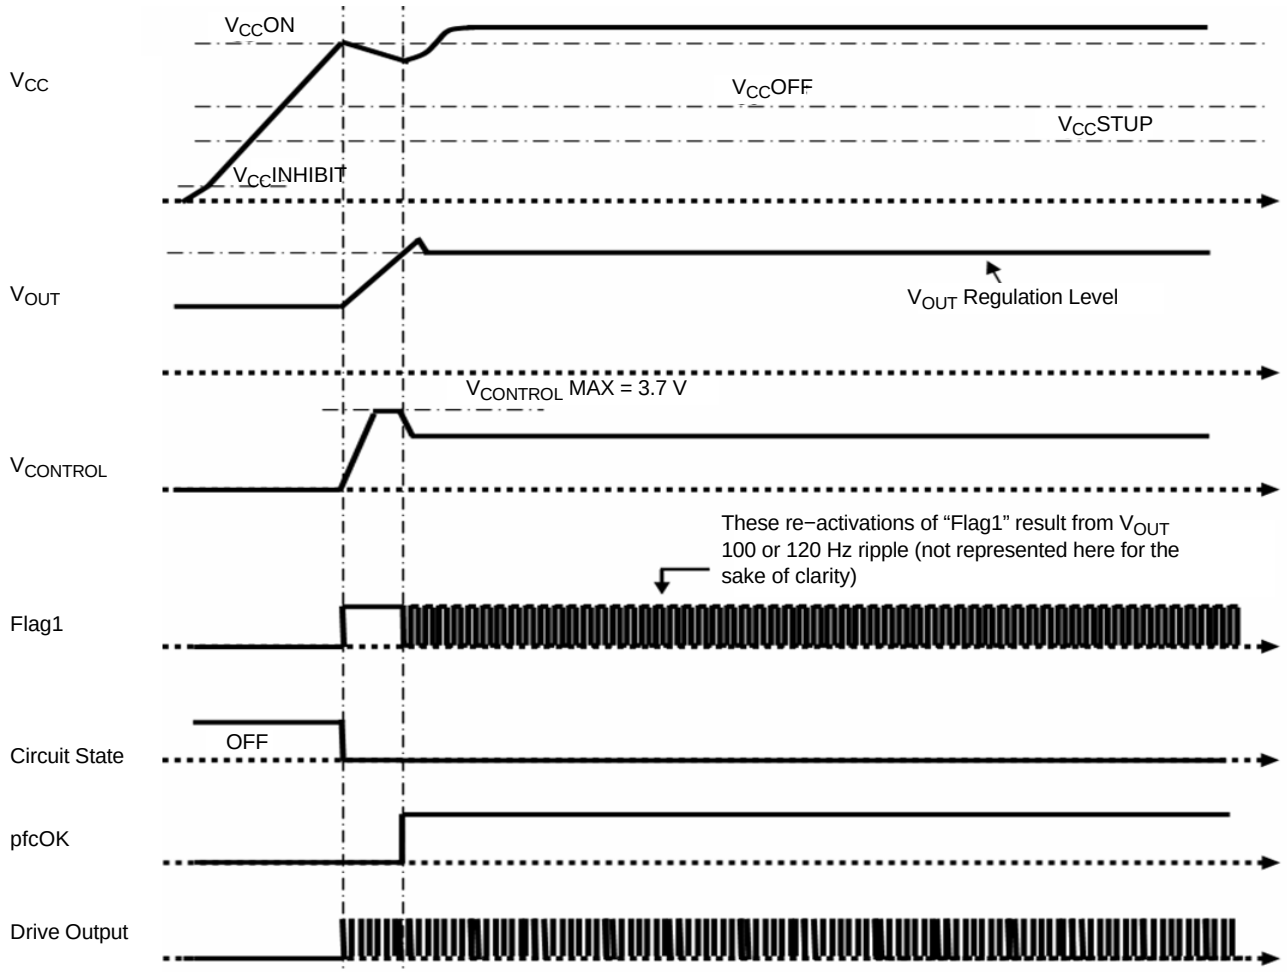

Figure 70. Startup Phase in Normal Conditions
- In case of normal conditions (Figure 70).
The output voltage exhibits a 100 or 120 Hz ripple (at twice the line frequency). This ripple is also present in the $V_{CONTROL}$ voltage even if it is attenuated due to the regulation low bandwidth. Like that of V_{OUT}, this ripple is not represented in Figure 70, for the sake of the clarity.